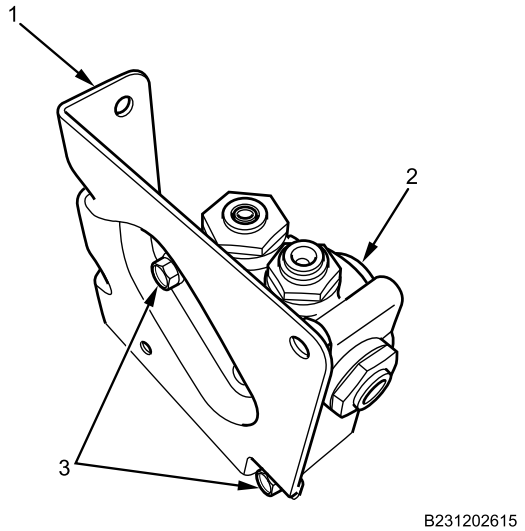

Figure 6. Tractor Protection Valve Bracket.
1. Remove tractor protection valve bolts (Figure 6, Item 3) and tractor protection valve (Figure 6, Item 2) from tractor protection valve bracket (Figure 6, Item 1).